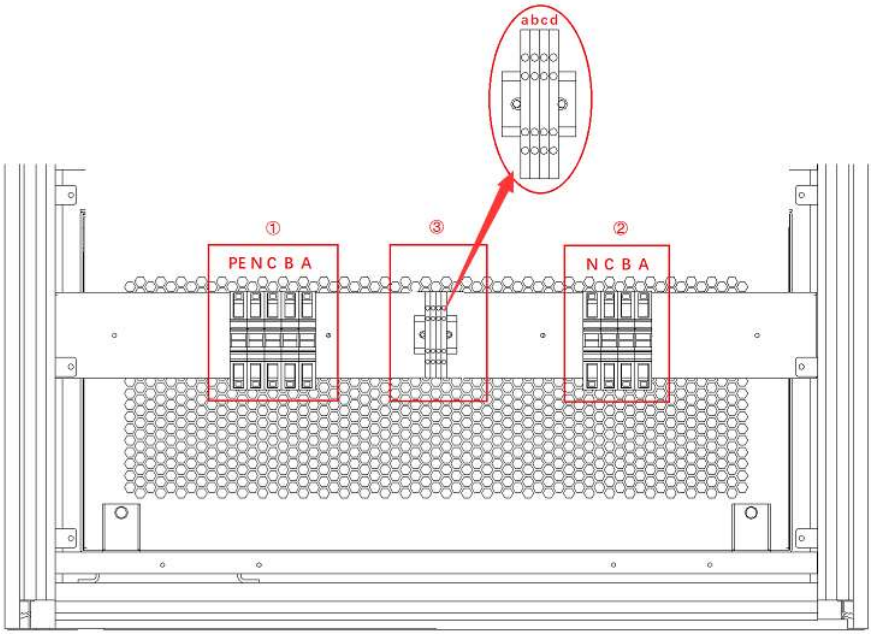

Figure 1-17
The External emergency stop interface is located in the wiring layer inside the power supply-③: c, d（Figure 1-17）.